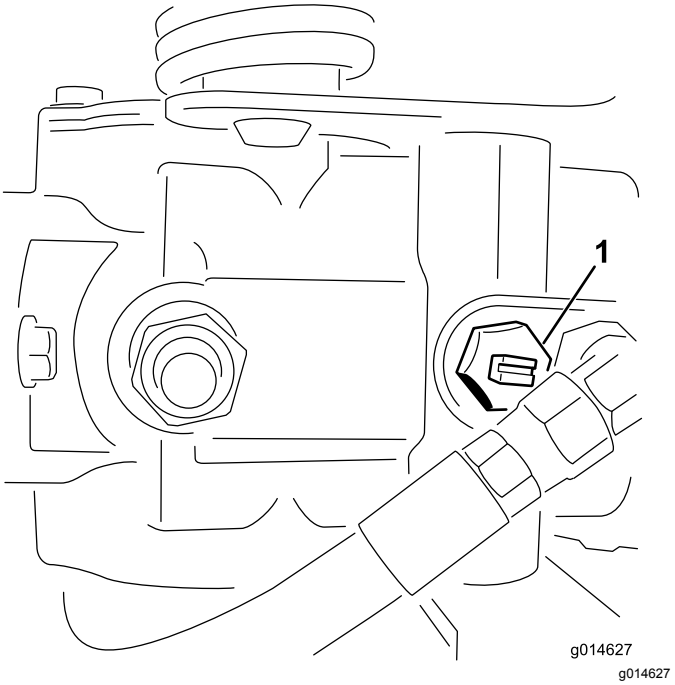

Figur 37
1. Finn omløpsventilen på pumpen, og vri den slik at åpningen står vertikalt (Figur 37).
2. Før du starter motoren, må du stenge omløpsventilen ved å vri den slik at åpningen står horisontalt (Figur 37). Ikke start motoren når ventilen er åpen.